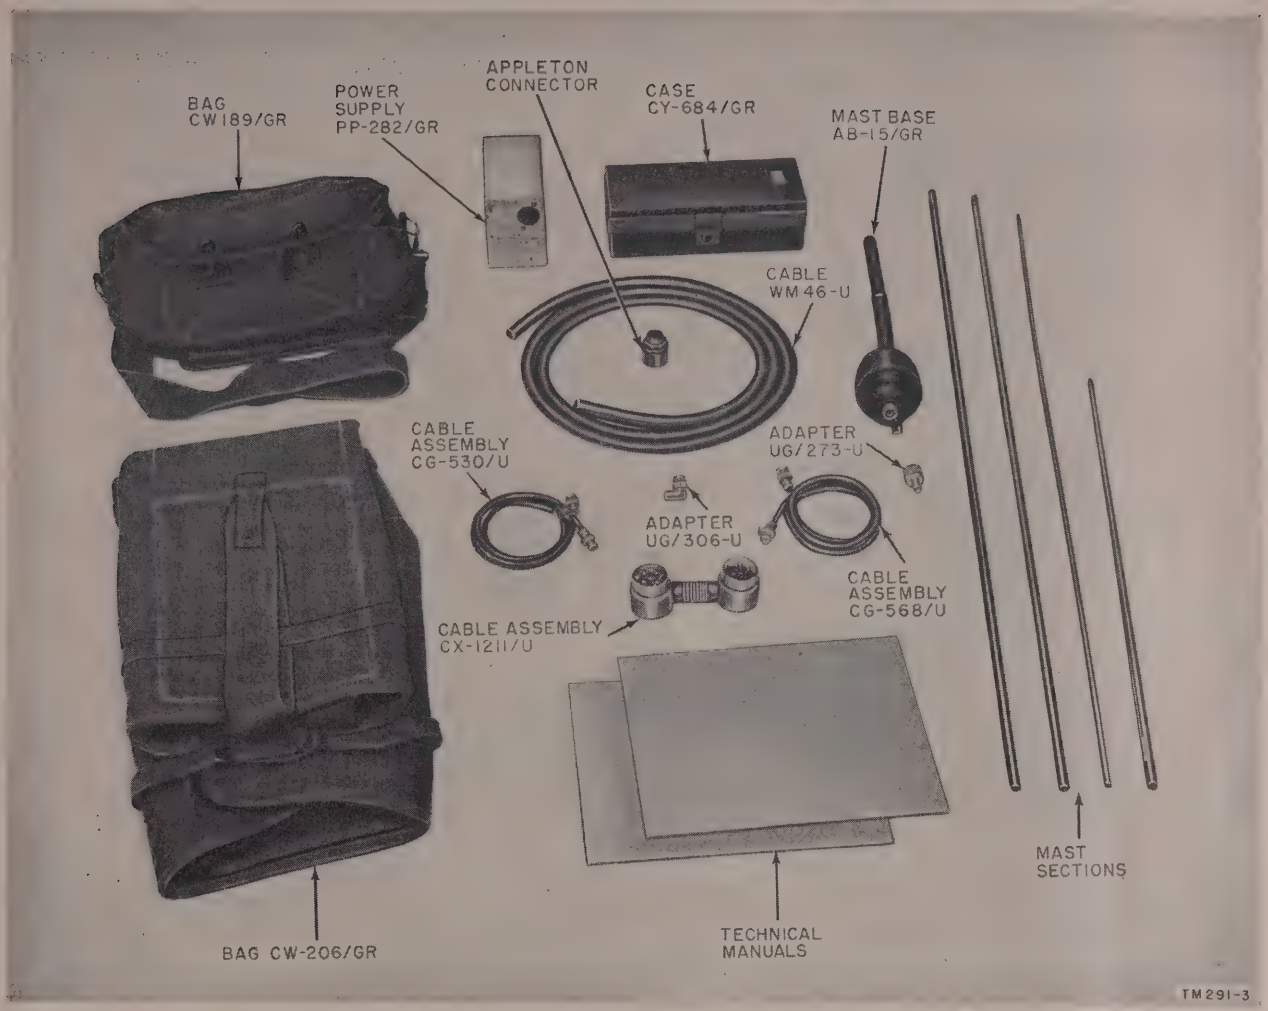

Figure 10. Minor components of Radio Set AN/VRC–13.
Power Supply PP–282/GRC (shown with the minor components in fig. 10) is used in the interphone amplifier in 24-volt installations of the radio set. The unit supplies plate and screen operating voltage for the interphone amplifier. Power Supply PP–281/GRC, similar in appearance and general characteristics, is used for 12-volt installations. The units are vibrator type power supplies which plug into the compartment on the amplifier chassis (fig. 47).
a. The following minor components are illustrated in figure 10.
(1) Mast Base AB–15/GR.
(2) Mast Sections MS–116–A, MS–117–A, and MS–118–A.
(3) Mast Section AB–24/GR.
(4) Adapters UG–273/U and UG–306/U.
(5) RF Cable Assembly CG–568/U.
(6) RF Cable Assembly CG–530/U.
(7) Special Purpose Cable Assembly CX–1211/U.
(8) Special Purpose Cable WM–46/U.
(9) Connector and bondnut, Appleton Electrical Company No. 61007 and BL–50, or equal.
(10) Case CY–684/GR.